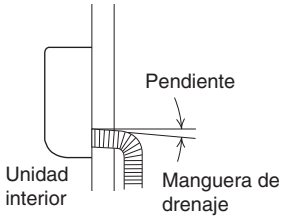

Fig. 3-35
a) La manguera de drenaje debería estar inclinada hacia abajo y hacia el exterior. (Fig. 3-35)